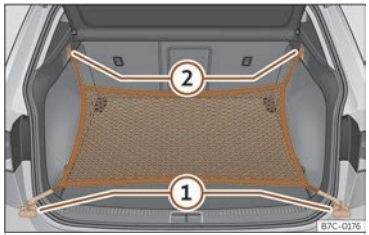

Abb. 171 Im Gepäckraum: Ösen ① und Haken ② zum Einhängen des Gepäckraumnetzes.
- Hängen Sie die kurzen Haken des Netzes in die Verzurrösen ein ››› **(Abb. 171)** ① ››› ⚠. Der Reißverschluss des Gepäckraumnetzes muss dabei nach oben zeigen.
- Befestigen Sie die Spanngurte in den Taschenhaken ②.